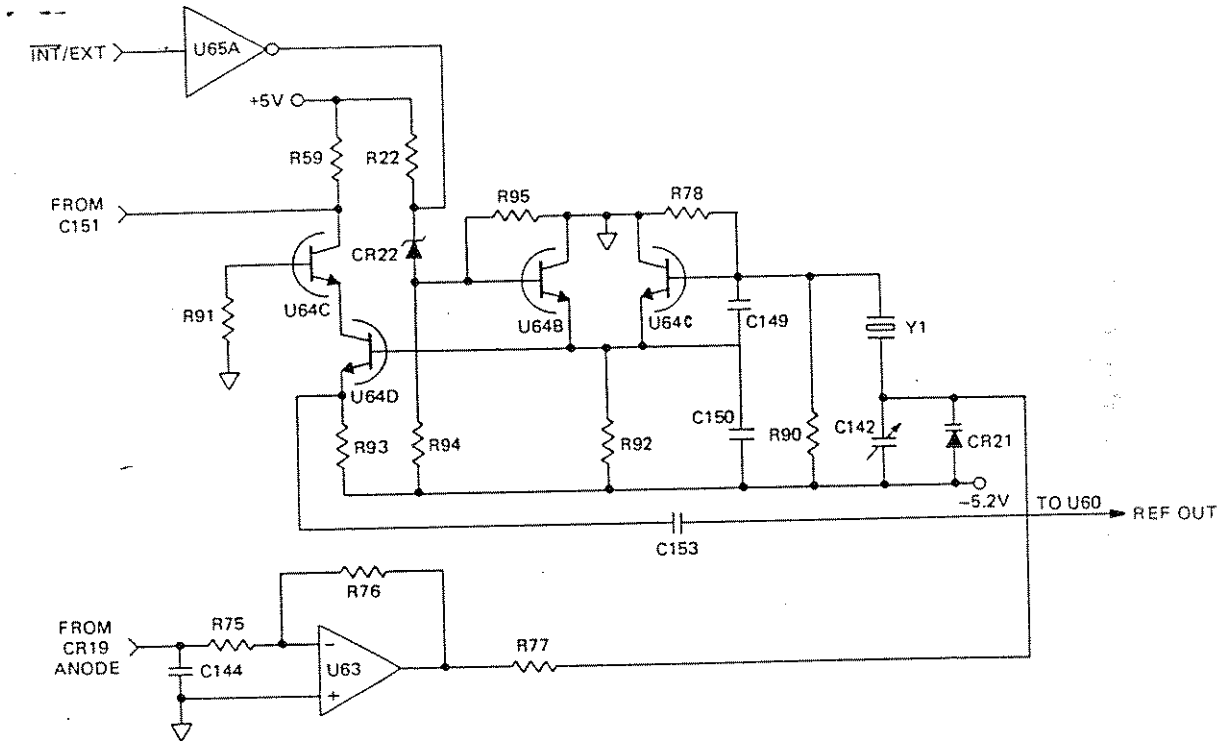
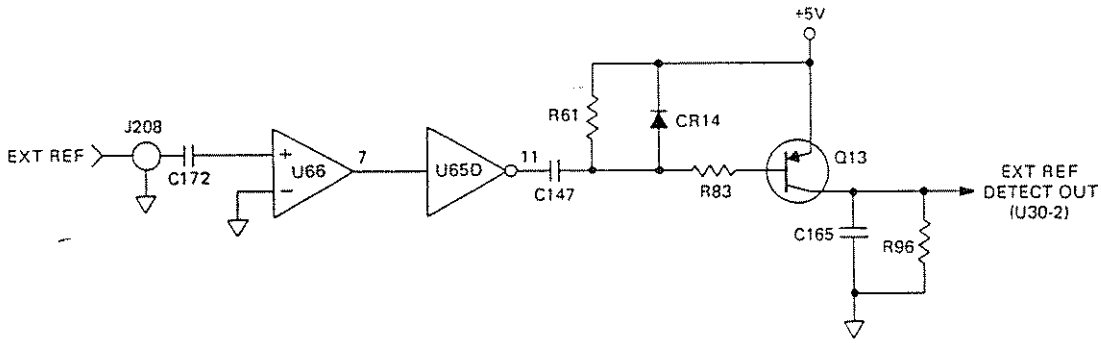

Figure 5.18 - Phase-Locked-Loop Controlled Oscillator
Figure 5.19 - External Reference Detector
5.3.10.2.3.1 The output from U65D-11 is fed to a detector formed by C147, CR14, and R61/83. Refer to Figure 5.19. If no external reference signal is present at the REF-IN connector, U66-7 will go high and U65D-11 is at a logic 0. The detector output, and therefore the base of Q13, is at +5V and Q13 is switched off. A logic 0 level is applied to U30-2. When the CPU sees the EXTDET signal low at U30-2, it will, in turn, set U31-6 low (INT/EXT). This is applied to U65A-1, 2 giving a logic 1 at U65A-3. See Figure 5.18.